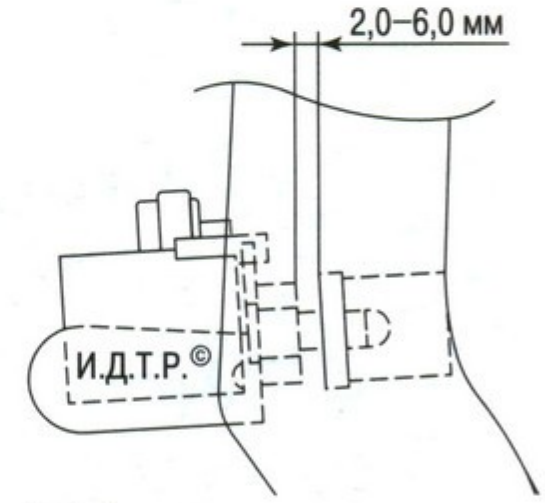

Рис. 6.6. Регулировка зазора выключателя круиз-контроля
10. Отрегулируйте зазор выключателя круиз-контроля (рис. 6.6). Зазор между упорной